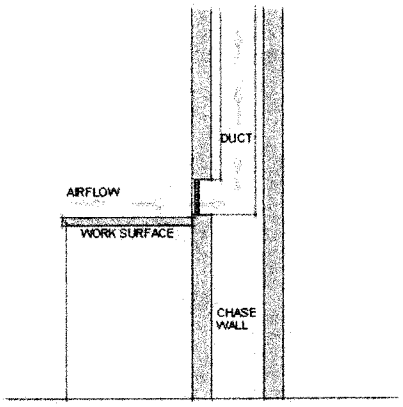

Fig. 2.2
- Spaces in which dust or particulate matter are generated (i.e. preparation areas including grinding and mixing of samples) are to be serviced by airflow across work surfaces for removal of dust and contaminants. The extents and CFM of such systems are to be determined by the mechanical design engineer. (See figure 2.2)